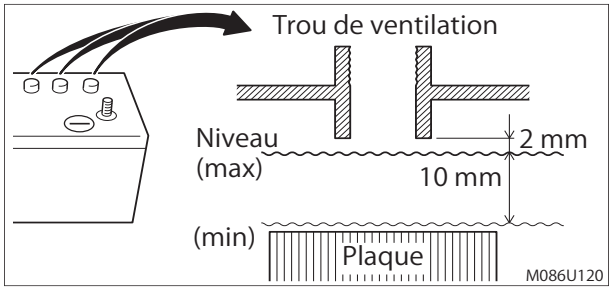

Fig. 7–2
(1) Vérifiez le niveau de liquide de batterie tous les jours (spécialement lorsque la machine est utilisée dans un environnement/pays chaud et sec)
(2) Si le niveau de liquide dépasse les 10 mm, ajoutez uniquement de l'eau distillée jusqu'à ce que le liquide de batterie se trouve à 2 mm sous le fond de la gaine de remplissage (fig. 7–2).